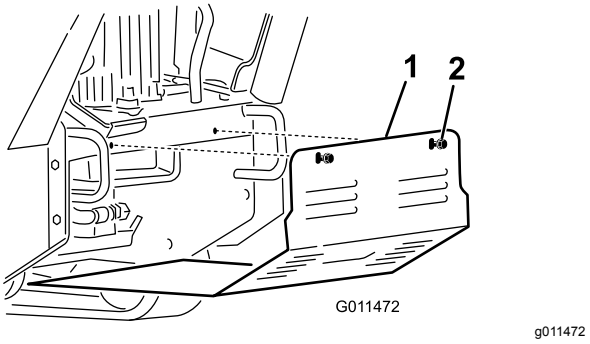

Figuur 23
3. Draai de twee bouten waarmee het onderste scherm bevestigd is één voor één los tot u het scherm kunt wegnemen (Figuur 23).
5. Om het scherm te monteren voordat u de machine in gebruik neemt, schuift u het onderste scherm zo in de machine dat het op de 4 lipjes rust en bevestigt u het met de 2 bouten die u eerder losgedraaid hebt (Figuur 23).